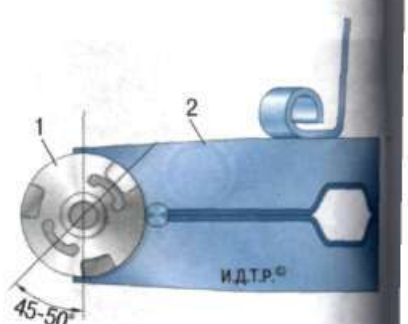

Рис. 7.7. Ориентация сайлентблока при монтаже: 1 – сайлентблок; 2 – рычаг задней подвески
2. Запрессуйте в оба рычага задней подвески сайлентблоки с предварительно выпиленными вырезами **В** монтажным приспособлением в таком порядке: установите корпус приспособления 11 на проушину рычага с наружной стороны, совместив метки **А** на корпусе приспособления и проушине рычага, показанные стрелкой; установите на болт 13 упорную шайбу 12, вставьте его в проушину рычага, наденьте на болт новый сайлентблок 10, монтажную втулку 9 с выступами и навинтите гайку 8. Сориентируйте сайлентблок по отношению к рычагу, как показано на рис. 7.7, и запрессуйте его заподлицо с торцом проушины рычага.
3. Очистите проушину от ржавчины и окалины и запрессуйте новый сайлентблок, сориентировав его, как показано на рис. 7.7.